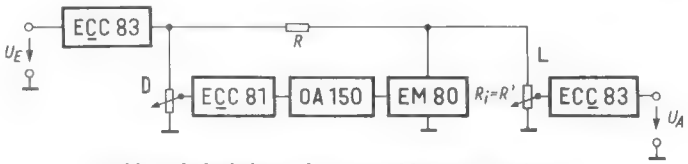

Bild 3. Blockschaltung der vorgeschlagenen Regelung
Bild 3 zeigt die Blockschaltung des Gerätes. Die an der Anode des ersten Triodensystems EC(C) 83 auftretende Spannung gelangt über eine Spannungsteilerschaltung, die aus dem ohmschen Widerstand R und dem Innenwiderstand der Röhre EM 80 besteht, zum Lautstärkeeinsteller L und von dort zu einer als Anodenbasisstufe geschalteten Triode E(C)C 83. Die Regelspannung